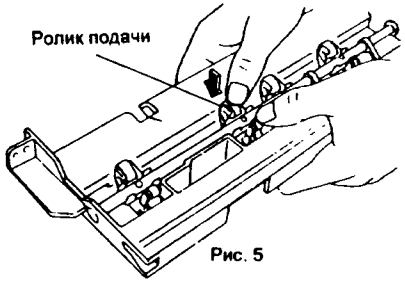

Рис. 5
7. (Рис. 5): Снимите ролик подачи.